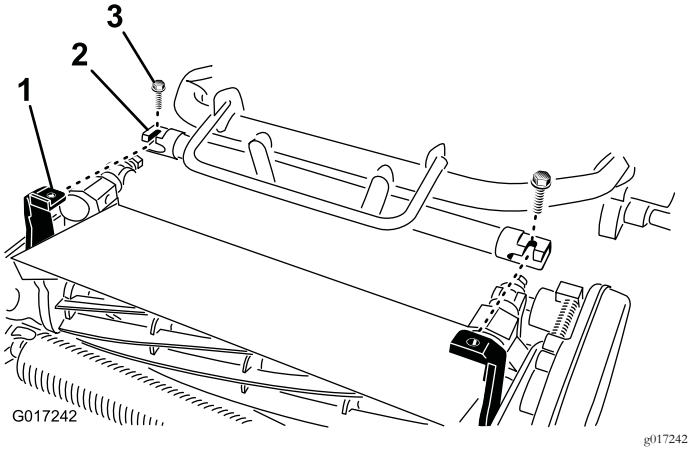

Rysunek 10
4. Manewruj ramą jednostki jezdnej (Rysunek 10) do przodu, aż dojdzie do jej sprzęgnięcia z ramionami obrotowymi zespołu tnącego.
5. Umocuj ramę jednostki jezdnej do ramion obrotowych zespołu tnącego przy pomocy 2 śrub (3/8 x 3/4 cala) (Rysunek 10).